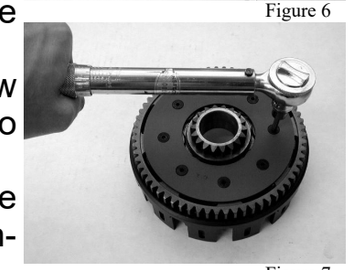

Figure 7
- Install the stock retainer plate with the new M6x1-18 T30 screws and tighten them to 106 in/lbs (Figure 7)